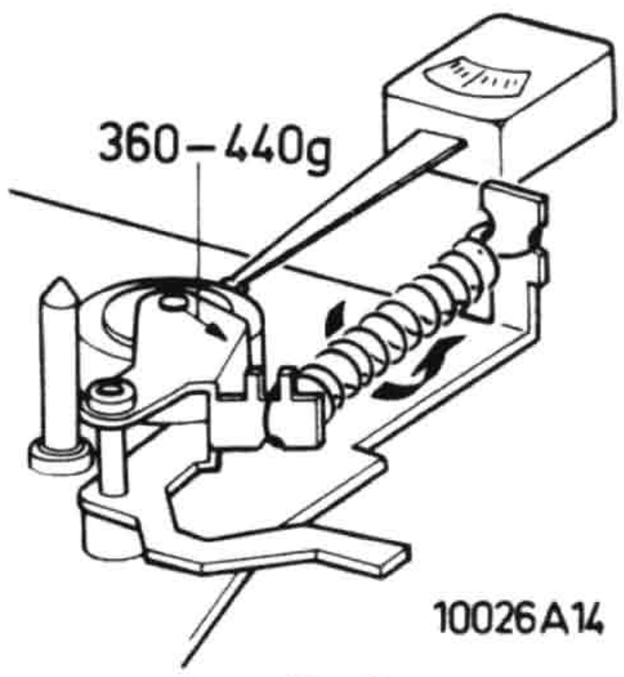

Fig. 2
C. INSTELLING VAN DE DRUKROLKRACHT, Fig. 2